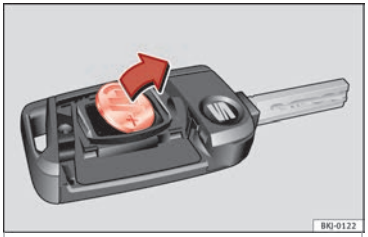

Fig. 139 Vehicle key: removing the battery.
- Extract the battery from the compartment using a suitable thin object ›››Fig. 139.
- Place the new battery in the compartment as shown ›››Fig. 139, pressing in the opposite direction to that shown by the arrow ››› ❗.